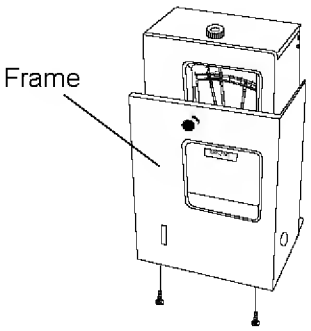

Fig. 9
4. Fix the recorder to the frame in the recorder mounting kit (MPR-S30) referring to the instruction manual enclosed with the recorder mounting kit. [Fig. 9]